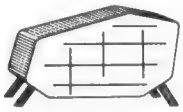
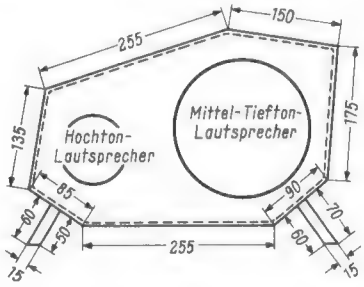

Bild 1. Die fertige Lautsprecherbox
Bild 2. Die Maße der Frontplatte und der Füße. Die Gehäusetiefe betrug beim Modell 140 mm, größere Tiefe ergibt noch bessere Baßwidergabe
Bild 1 zeigt die äußere Form der Lautsprecherbox. Für die Frontplatte des Gehäuses werden 8 mm starkes Sperrholz und außerdem etwa 10 mm starker Papp-Preßstoff verwendet. Die Seitenwände bestehen aus 5 mm starkem Sperrholz. Zuschnitt und Zusammenbau erfolgen nach der Maßskizze in *Bild 2*.
3. Eine Schaltung nach *Bild 2*, wie sie von der Firma Heathkit benutzt wird. Die Wirkungsweise erklärt sich aus der Intensitäts-Stereofonie. Bekanntlich verwendet man dabei zwei Mikrofone, von denen das eine eine Nieren- und das andere eine Achtercharakteristik hat. Beide sind nahezu im gleichen Raumpunkt angeordnet, so daß die Phasenverschiebung zwischen den beiden Ausgangsspannungen Null oder 180° ist. Der Rechts- bzw. der Linkskanal werden durch Addition bzw. Subtraktion der beiden Mikrofonspannungen gebildet:
Bild 2. Prinzip der Heathkit-Schaltung. Durch Mittelanzapfungen und besondere Schaltungsart der Ausgangsübertrager kommt die Rechts- und Linksinformation wieder zustande